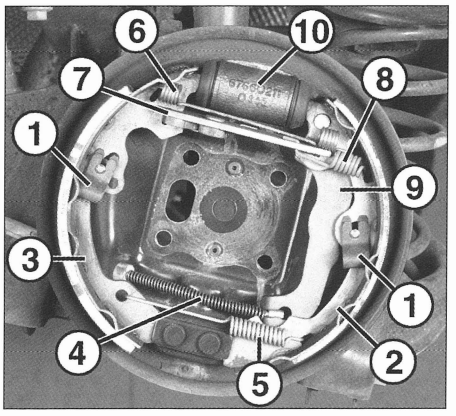

FIG. 19
• Desmontar los mecanismos de sujeción lateral (1) **(fig. 19)** de los segmentos de freno tensado (2) y después comprimido (3).